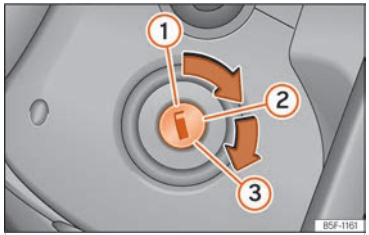

Fig. 84 Pany d'encesa
- Gireu la clau fins a la posició ››› fig. 84 ②.
- Continueu girant la clau fins a la posició ››› fig. 84 ③ sense trepitjar l'accelerador.
- Un cop es posi en marxa el motor, deixeu anar la clau. Quan la deixeu anar, la clau torna a la posició ②.
- *Vehicles amb pany d'encesa*: Gireu la clau fins a la posició ››› **fig. 84** ①.
- *Vehicles amb polsador d'arrencada:* Premeu breument el polsador d'arrencada ››› **fig. 84**.